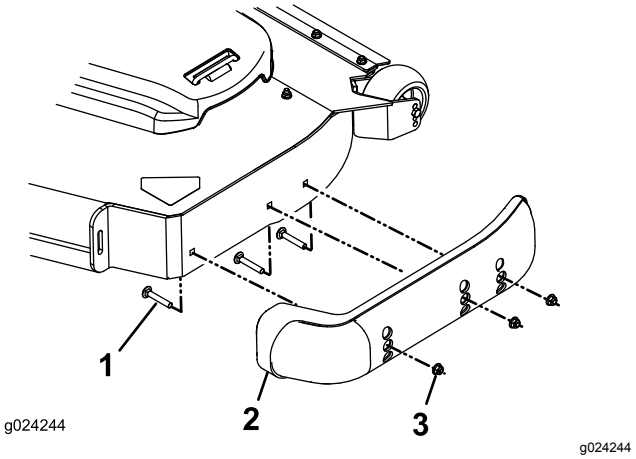

Figuur 29
3. Verwijder de slotbouten en de moeren van de glijders (Figuur 29).